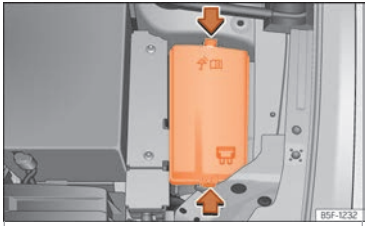

Fig. 56 Dans le compartiment-moteur : cache du boîtier de fusibles.
- Appuyez sur les languettes de verrouillage pour déverrouiller le cache de la boîte à fusibles ››› fig. 56.